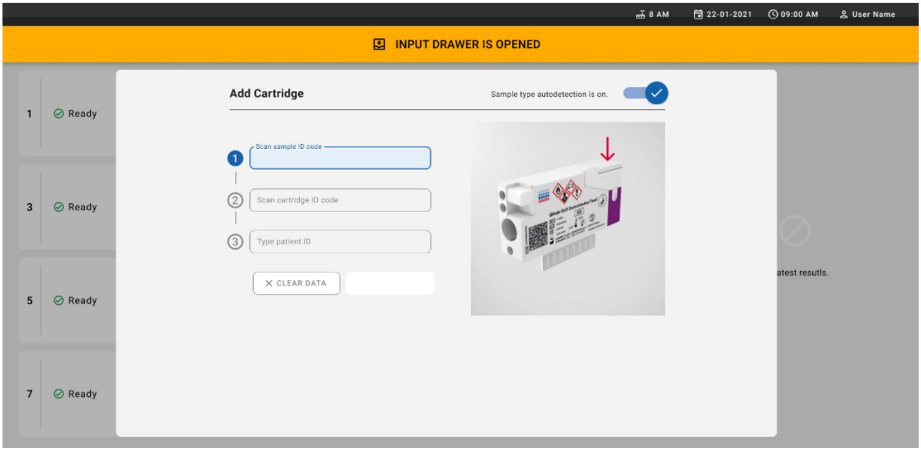

Рисунок 21. Экран Scan sample ID (Сканировать идентификатор пробы)
7. Появится диалоговое окно **Add Cartridge** (Добавить картридж), и сканер перед прибором будет активирован. Отсканируйте штрихкод с идентификатором пробы на верхней части картриджа QIAstat-Dx Gastrointestinal 2 перед прибором (положение указано стрелкой) (рисунок 21).